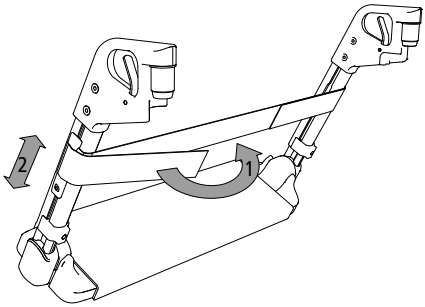

fig. 9
1. Enfiler la bande de retenue pour les mollets sur le côté extérieur des repose-pieds à travers le logement en plastique (1, fig. 9).
2. Desserrer la vis hexagonale sur les logements en plastique. La bande de retenue pour les mollets peut maintenant être placée à la hauteur souhaitée (2, fig. 9).